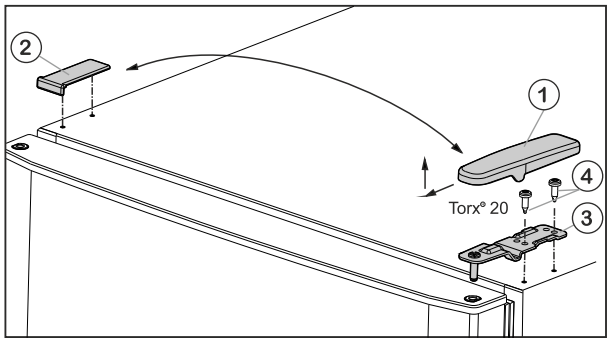

Fig. 5
▶ Kryt *Fig. 5 (1)* stáhněte dopředu a nahoru.
▶ Kryt *Fig. 5 (2)* zvedněte.
▶ Horní stojan ložiska *Fig. 5 (3)* odšroubujte (2 krát Torx® 20) *Fig. 5 (4)* a stáhněte nahoru.
▶ Horní stojan ložiska *Fig. 5 (3)* vložte na nové straně závěsu do dvířek.
▶ Horní stojan ložiska **pevně přišroubujte (4 Nm)** (2krát Torx® 20) *Fig. 5 (4)*. Popřípadě použijte akumulátorový šroubovák.
▶ Kryt *Fig. 5 (1)* na opačné straně zvenčí nasaďte a nechte zaklapnout.
▶ Kryt *Fig. 5 (2)* vždy na opačné straně shora nasaďte a nechte zaklapnout.